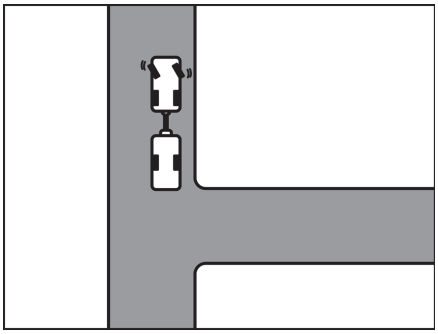

Fig. 9 Steer to the left
- ■ With a stationary towing vehicle and trailer turn the steering wheel to the left (Fig. 9).